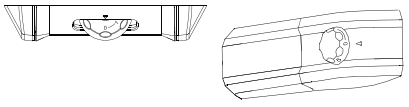

Abb.13
**1)** Den Regler in die Position “0” drehen. (Abb. 13)